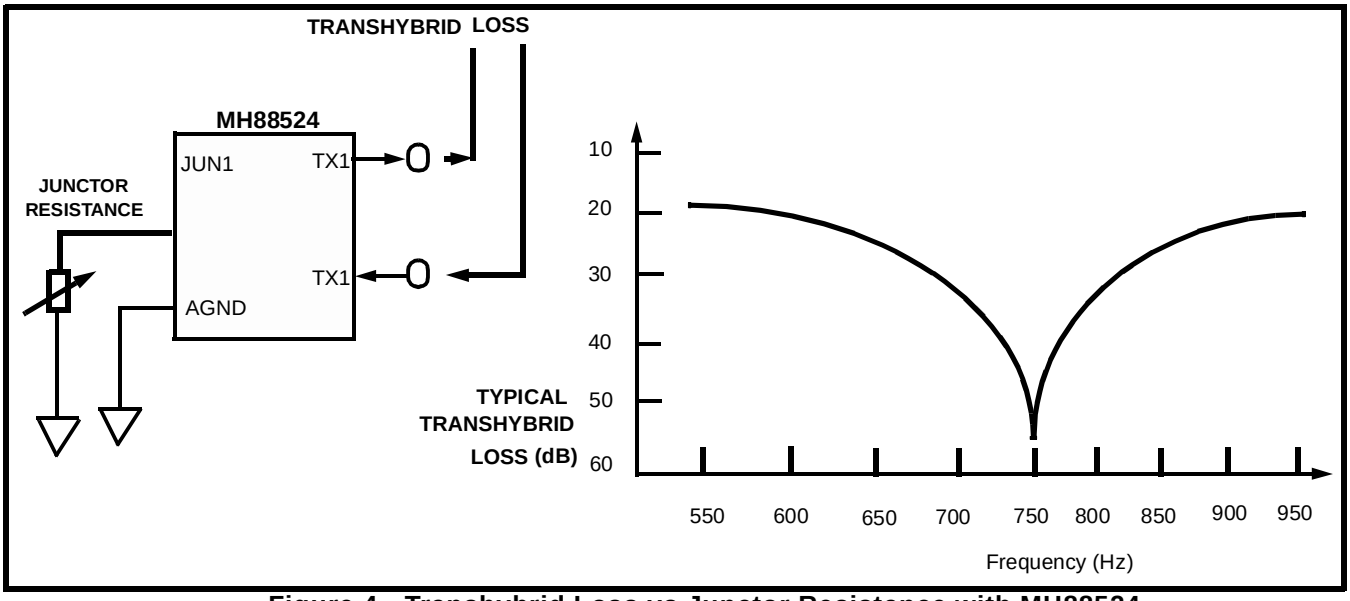

Figure 4 - Transhybrid Loss vs Junctor Resistance with MH88524
③ See Figure 4.
Transhybrid loss is maximised when the JUNi termination impedance is 754W. In addition, good transhybrid loss is indicated in Figure 4 and AC Electrical Characteristics.